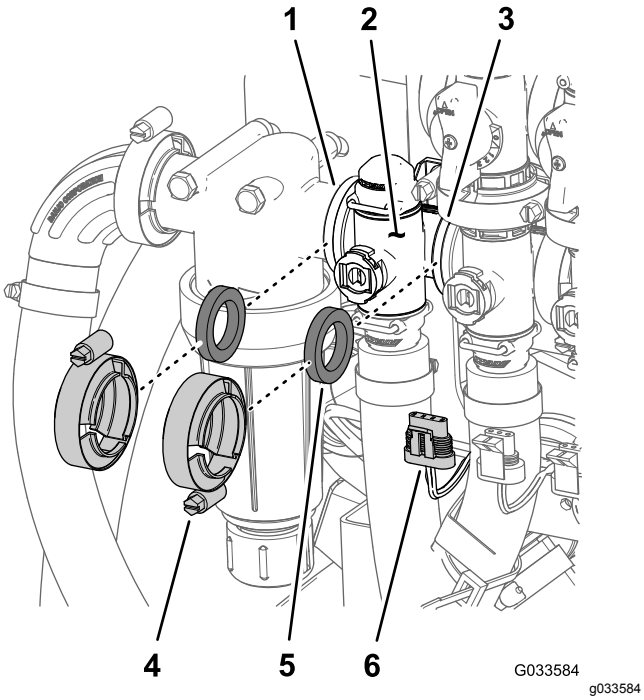

Figur 113
1. Fjern de to flangeklemmer og de to pakninger, der fastgør hastighedsreguleringsventilens manifold (Figur 113) til trykfilteret og omrøringsventilen.